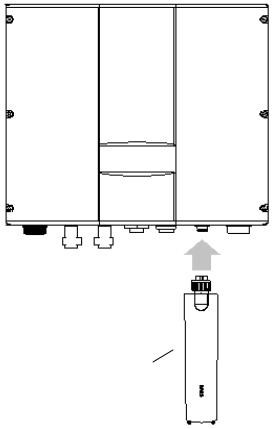

Figure 5-17 GPRS module installation
The GPRS module is optional, and currently is supported only by BPD004TNAC(S) and BPD2K2–5K5TRAC(S). If a GPRS module is required, connect it to the "GPRS" interface, see Figure 2.2 (b), of the inverter. Figure 5.17 shows the connection. For details about how to use the GPRS module, see the user manual delivered with it.